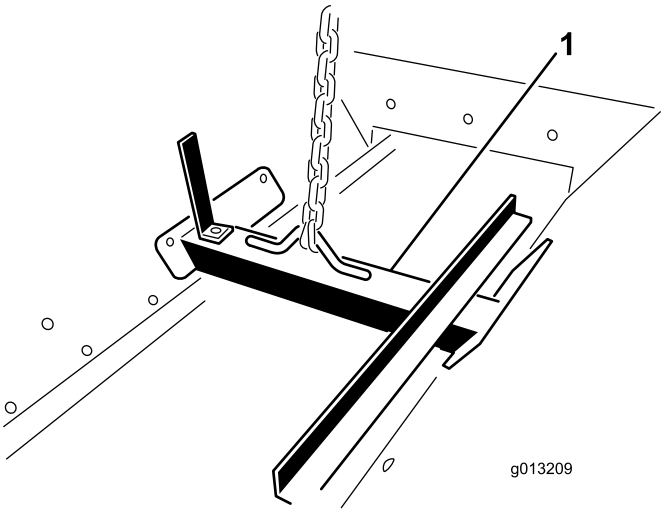

Figura 13
1. Ligue um dispositivo de elevação ao suporte de elevação aparafusado no interior do conjunto da tremonha (Figura 13).